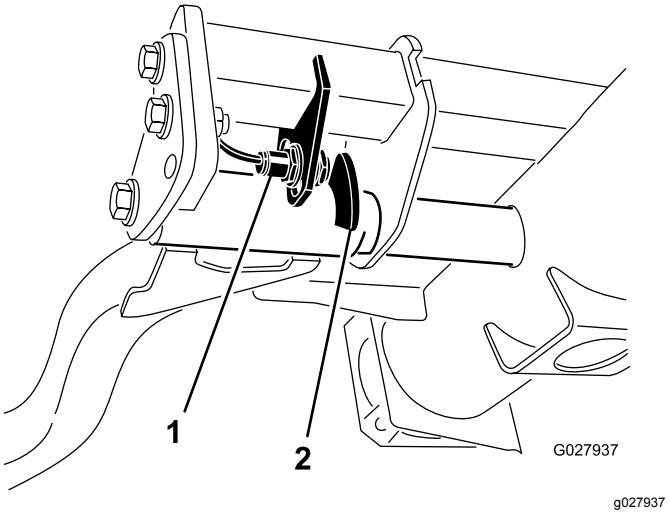

**Figur 67**
2. Løftearmsbryteren finnes under den hydrauliske tanken bak den fremre, høyre løftearmen (Figur 67).
3. Løsne bryterens festeskruer og flytt bryteren ned for å heve løftearmens vendehøyde, eller flytt bryteren opp for å senke løftearmens vendehøyde (Figur 67).